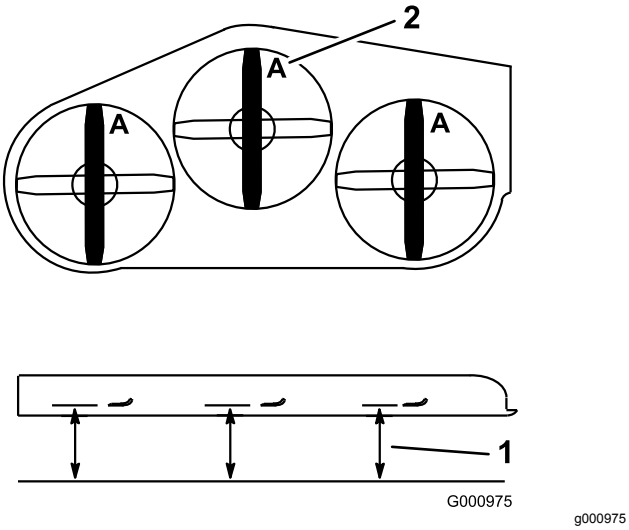

Bild 82
3. Drehen Sie die Schnittmesser, bis die Enden nach vorne und hinten gerichtet sind (Bild 82).
4. Messen Sie von einer ebenen Fläche bis zu den Schnittkante (Position **A**) der Messer (Bild 82).